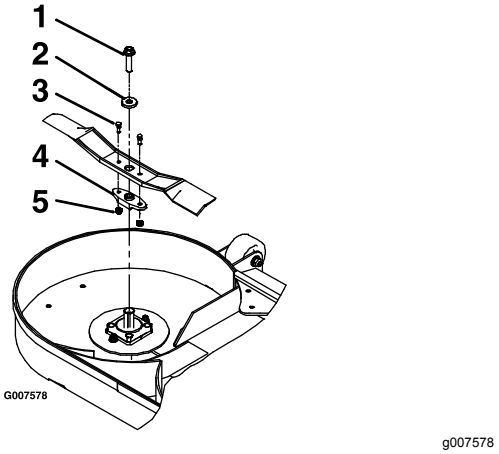

Figur 74
3. Fjern den skærekniv, spændeskive og skæreknivsbolt, der fastgør skærekniven og knivdrevet (Figur 74).
4. Fjern knivdrevet fra den eksisterende skærekniv (Figur 74).
1. Monter knivdrevet til de nye skæreknive med brudboltene og låsemøtrikkerne (Figur 74).
3. Monter skærekniven, spændeskiven og skæreknivsbolten på spindelakslen (Figur 74).